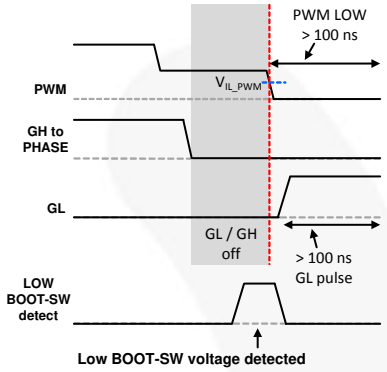
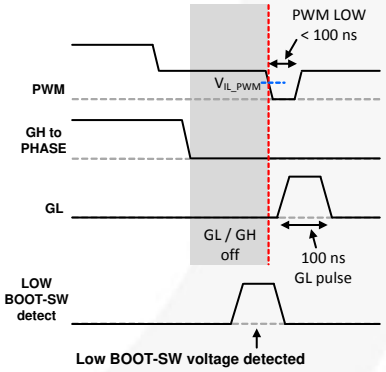

Figure 31. Low BOOT-SW Voltage Detected and PWM from 3-State to LOW for more than 100 ns
Figure 32. Low BOOT-SW voltage Detected and PWM from 3-State to LOW for Less than 100 ns
- If the part exits 3-state with a low BOOT-SW voltage condition and the controller commands PWM=LOW for 100 ns or more, the SPS follows the PWM input. If PWM=LOW for less than 100 ns, GL remains on for 100 ns then follows the PWM input (*see Figure 31 and Figure 32)*.